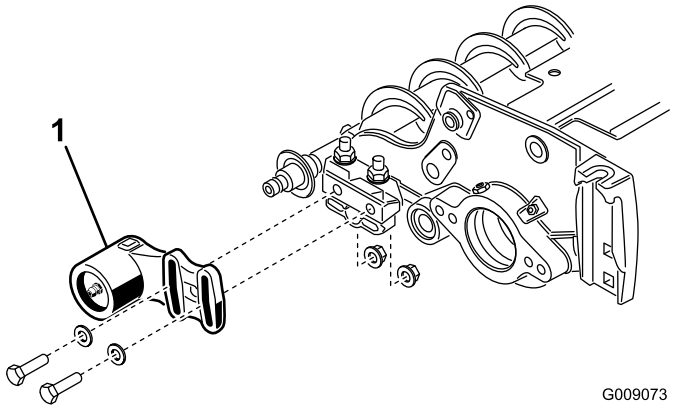
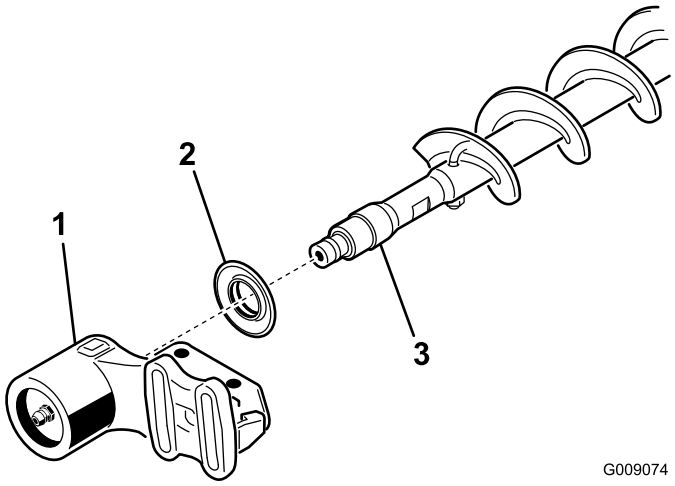

Figuur 20
Figuur 21
1. Als er een rolborstel is geplaatst op het maaidek, verwijdert u de 2 bouten, ringen en moeren waarmee de lagerbehuizing van de niet-aangedreven rolborstel is bevestigd aan de montagebeugel van de lagerbehuizing (Figuur 20 en Figuur 21).
2. Schuif de lagerbehuizing van de niet-aangedreven rolborstel en de afdichting van de borstelschacht af (Figuur 21).
9. Plaats de afdichting en de niet-aangedreven lagerbehuizing op de borstelschacht (Figuur 21).